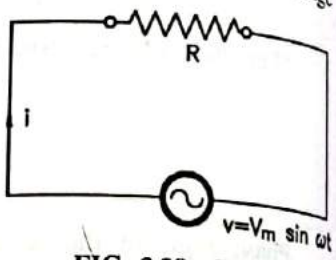

**FIG. 2.28 : PURELY RESISTIVE CIRCUIT**
- Consider a circuit having a resistor of resistance $R$ ohms across the terminals of an alternating voltage source as shown in Fig. 2.28.